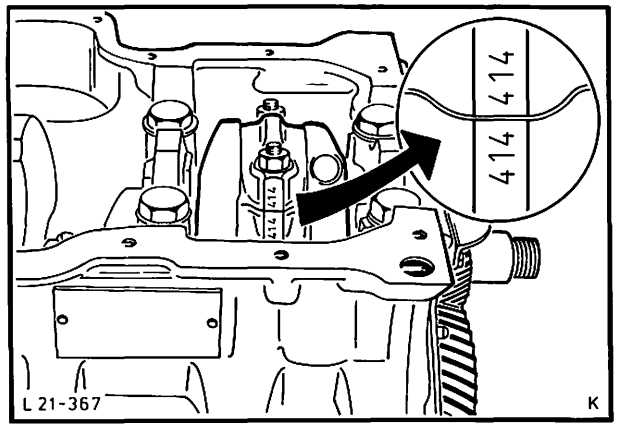

Abb. 65 Pleuel – Lagerdeckel anbauen
37. Lagerschalen einlegen, ölen, Pleuel fest gegen die Pleuelzapfen drücken. Pleuel-Lagerdeckel mit eingelegten und geölten Lagerschalen in richtiger Reihenfolge Zahl zu Zahl aufstecken, Abb. 65. Neue Pleuelmuttern mit vorgeschriebenem Drehmoment festdrehen.